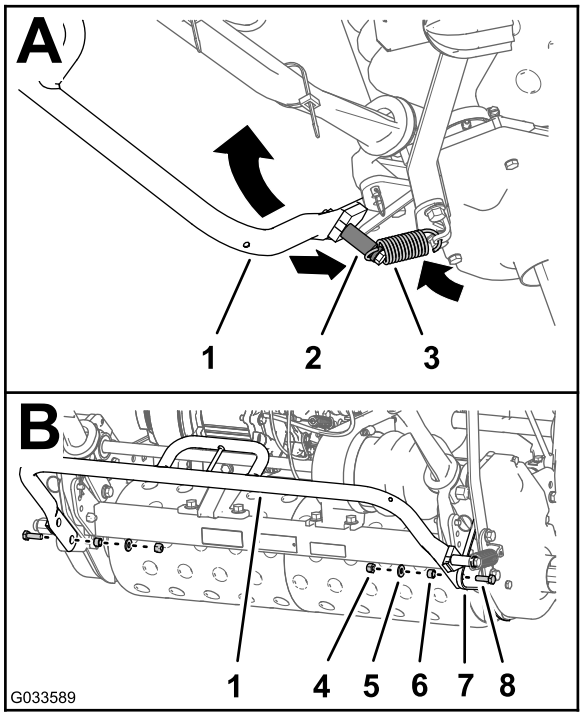

Figura 8
12. Posizionate l'estremità libera della molla sul relativo supporto del cavalletto (A di Figura 8).
13. Applicate il cavalletto alle piastre laterali con i dadi di bloccaggio, le rondelle, i distanziali e le viti (5/16 x 1 poll.) che avete conservato al punto 1 (B di Figura 8).